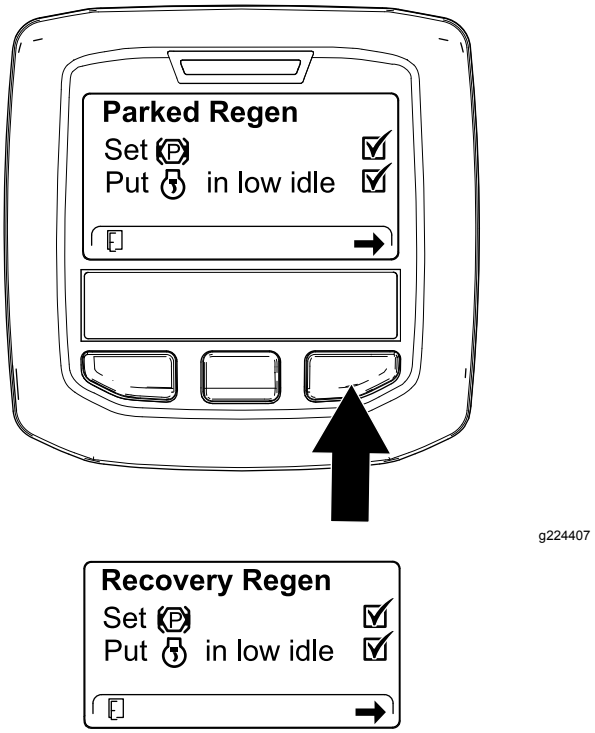

Figuur 58
3. Controleer in het scherm DPF-controlelijst of de parkeerrem ingeschakeld is en het motortoerental op laag stationair staat (Figuur 58).